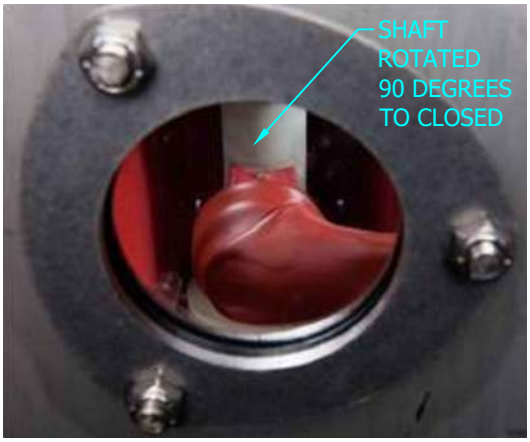

FIGURE 45
(1) FOR SINGLE SIDE PADMOUNT, VAULT MOUNT, AND SUBMERSIBLE, THE VIEW OF THE OPEN CONTACTS IS FROM THE TOP OF THE MECHANISM. SEE FIGURES 45 AND 46 BELOW.